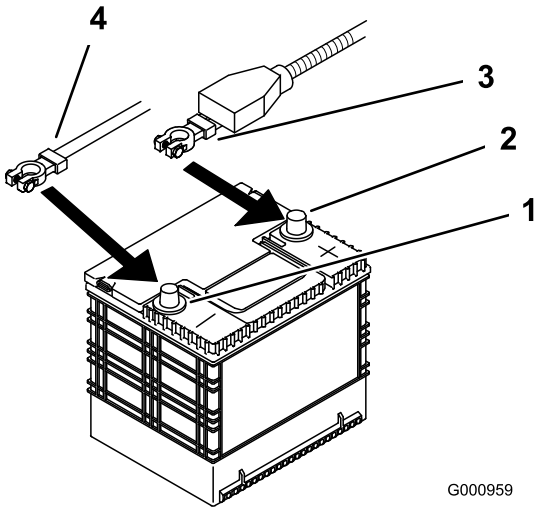

Figur 48
4. Afbryd først det negative batterikabel fra den negative (–) batteripol (Figur 48).
5. Skub den røde klemme af batteriets (røde) pluspol. Afmonter derefter batteriets (røde) pluskabel (Figur 48).
4. Fastgør kablerne med 2 bolte (1/4 x 3/4 tomme), 2 skiver (1/4 tomme) og 2 låsemøtrikker (1/4 tomme) (Figur 48).